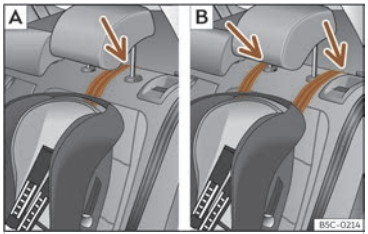

Abb. 37 Rücksitze: Einstellung und Einbau unter Verwendung des Top Tether-Gurts.
- Führen Sie den Gurt unter der Kopfstütze durch (in Abhängigkeit der Gebrauchsanweisungen des Kindersitzes ggf. Kopfstütze anheben oder entfernen) ››› **(Abb. 37)**.